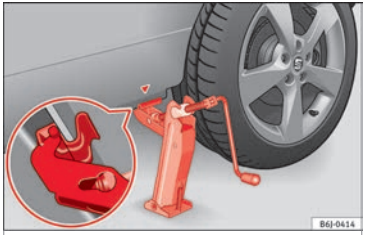

Fig. 161 Fitting the jack.
– Align the jack so that the arm of the jack fits around the rib under the door sill and the movable base plate of the jack is flat on the ground ››› Fig. 161.